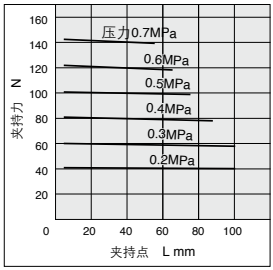

图2
| **❹ 负载质量**将负载质量换算成载重量，确认是否在有效夹持力的1／20以下。(搬运工件时，会受到过大的冲击作用的场合，还需考虑余量) | $20 \times 9.8 \times m_1$＜有效夹持力(N)　图2 | $20 \times 9.8 \times 0.07 = 13.72$13.72N＜有效夹持力　OK |